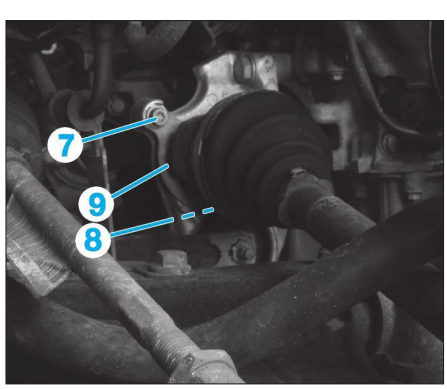

**Fig. 4**
- Desserrer la vis (7) **(Fig.4)**.
- Déposer la vis (8) inférieure.
- Basculer la plaque de maintien (9).